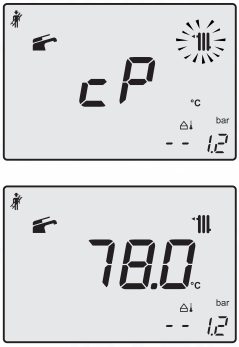

Fig. 9.24
- Press key 18 to vary the output in chimney sweep mode: when the LCD display displays the letters **cP** that alternate with the heating water temperature value (e.g.**78**), the "chimney sweep function" is at maximum (eventually range rated) output in heating mode (Fig. 9.24).